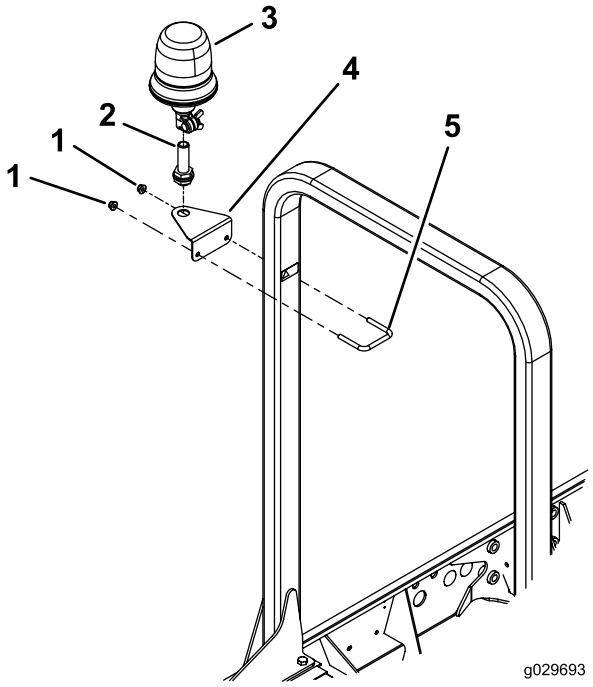

Figure 22
1. Loosely secure the beacon-light bracket to the side of the ROPS post with the U-bolt and 2 flange nuts (3/8 inch), positioning them as shown in Figure 22.
3. Mount the beacon socket to the beacon-light bracket with the included jam nut (Figure 22).
4. Plug the beacon onto the socket and tighten the wing nut (Figure 22).